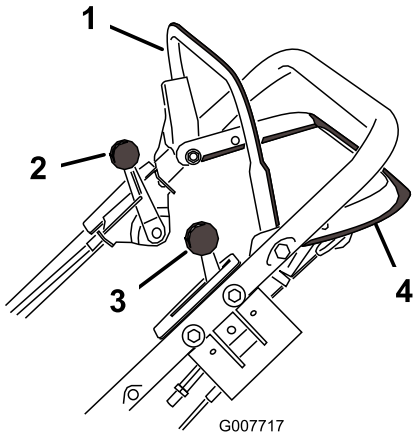
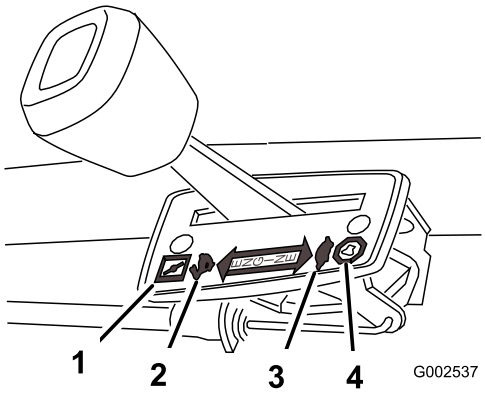

Figura 10
Figura 11
La barra di comando della lama, il dispositivo di bloccaggio della barra di comando, la leva di comando della velocità di trazione, la leva di comando dell'acceleratore e la barra di comando della trasmissione si trovano sulla maniglia superiore (Figura 10).
Le impostazioni dell'acceleratore sono riportate nella Figura 11.
4. Portate il selettore della velocità in posizione di folle (N) (Figura 10 e Figura 11).
Il tosaerba ha tre velocità di trazione: la prima è lenta, la seconda è media e la terza è veloce. Il selettore della velocità è situato sulla maniglia superiore (Figura 11).